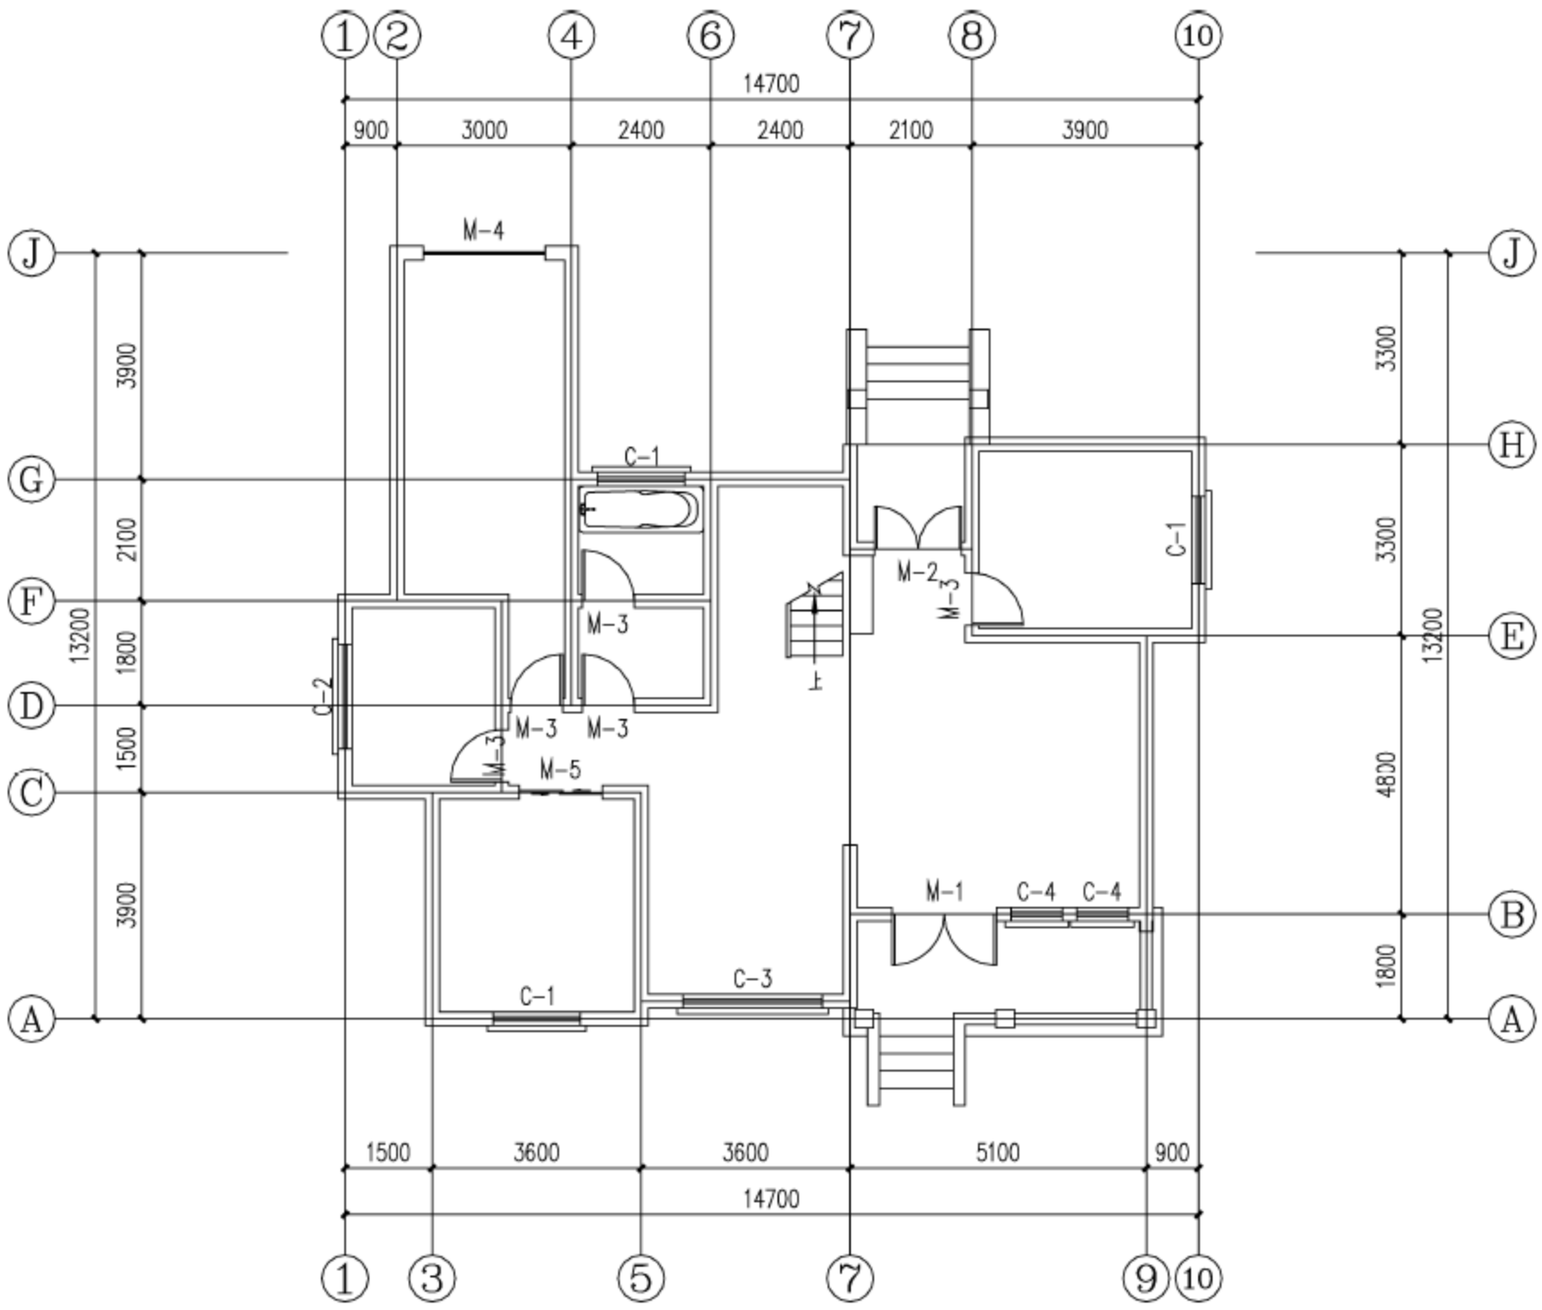

图 18-43　布置洁具 1
(3) 单击绘图区域，根据命令行提示选择卫生间相应的墙线，形成如图 18-43 所示的布置洁具 1 的形式。